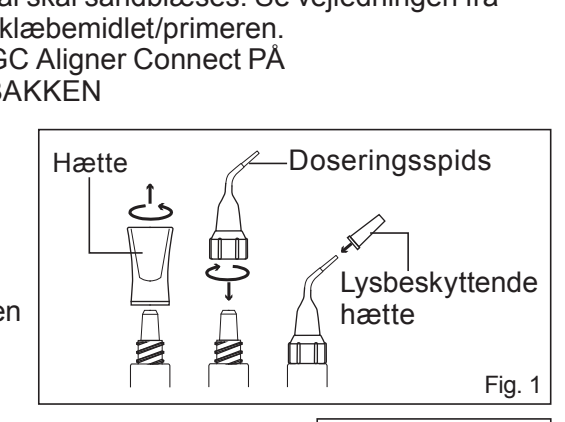

Fig. 1
1. Hold sprøjten lodret, og fjern hætten ved at dreje den mod uret (Fig. 1).